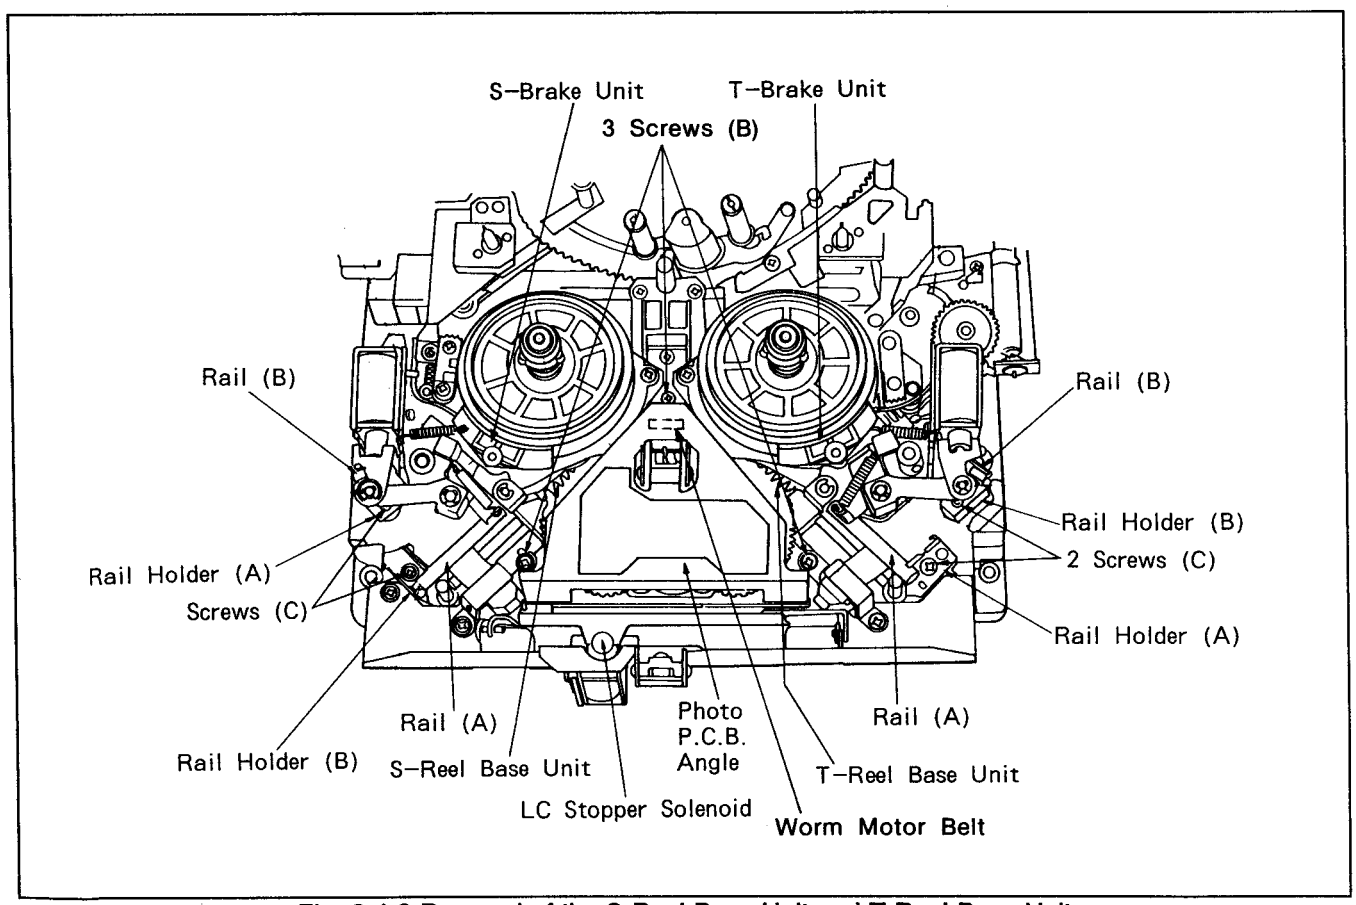

Fig. 6-4-2 Removal of the S-Reel Base Unit and T-Reel Base Unit (Small Cassette Position)
6. Unscrew 3 screws (B) and remove the Photo P.C.B. Angle as shown in Figure 6-4-2.
7. Turn the Worm Motor Belt so that the Rail Holders (A) and (B) are appear as shown in Figure 6-4-2 and 6-4-3.
8. Unscrew the 8 screws (C) and remove the Rail Holders.
10. Remove the S-Brake Unit, T-Brake Unit, S-Brake Solenoid and T-Brake Solenoid following the items 6-5 and 6-6.
1. Install the S-Reel Base and T-Reel Base in the Small Cassette position, then of the Reel Base Drive Gears S-Reel Base and T-Reel Base should be as shown in Figure 6-4-2.